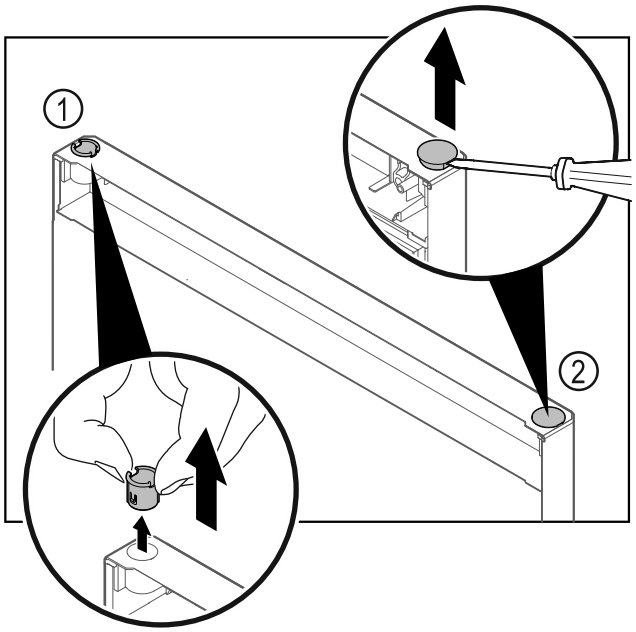

Fig. 21
- ▶ Пальцами вытяните шарнирную втулку *Fig. 21 (1)*.
- ▶ Шлицевой отверткой осторожно подцепите и извлеките заглушку *Fig. 21 (2)*.